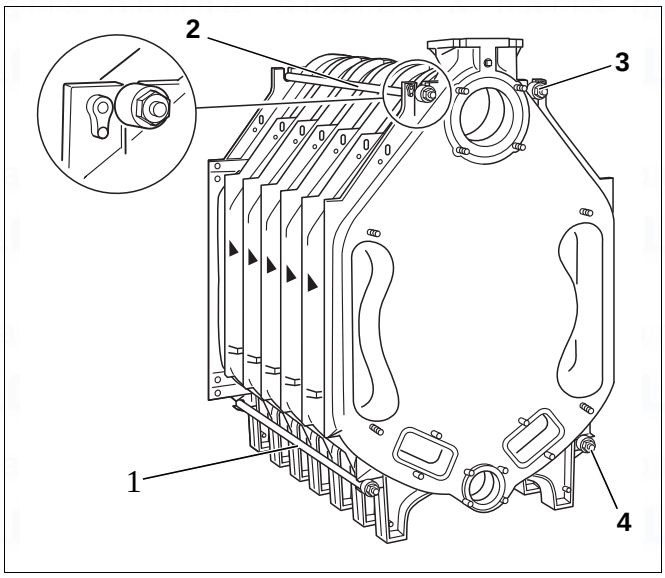

Fig. 22 Fitting the anchor rods
- Insert the anchor rods (with spring packs fitted) into the cast lugs on the top left and right and bottom left and right, next to the boiler hubs (Fig. 22, [1] to [4]).